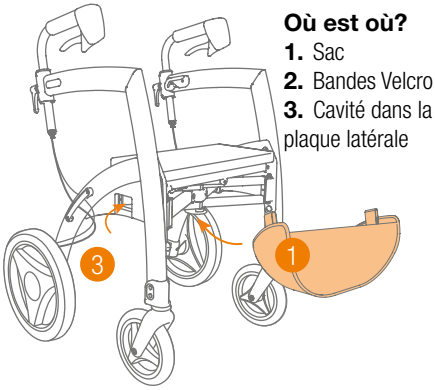

Figure 3 : Fixation du sac.
c. Le sac n'est pas symétrique, les côtés suivent la forme du cadre. Déterminez ce qu'est l'avant et placez correctement le sac sous le siège **(Figure 3)**.